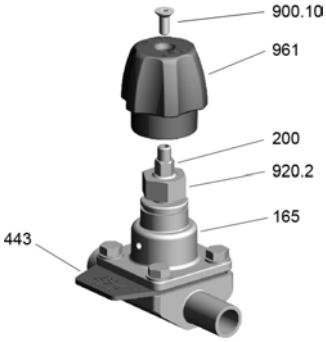

Abb. 9: SISTO-C HV.510/.520 MD 30, Endlageneinstellung in Geschlossenstellung
5. Schraube 900.10 in das Handrad 961 einschrauben. Damit ist die Spindel 200 gesichert (⇨ Abb. 9) .